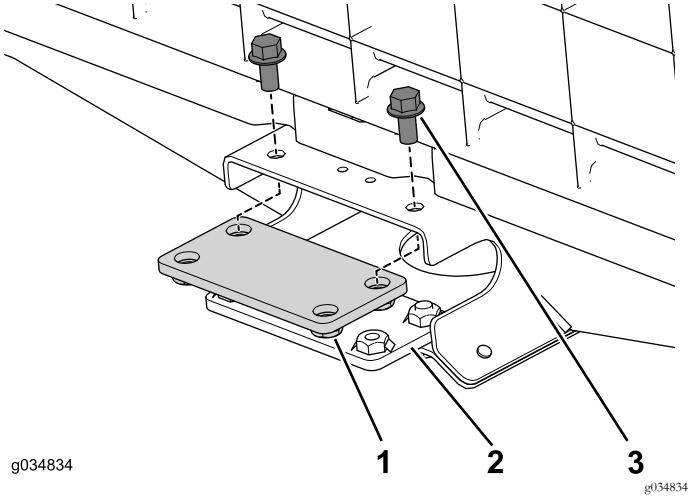

Рисунок 21
1. Используйте 4 фланцевых болта (3/8 x 3/4 дюйма), чтобы свободно установить верхнюю и нижнюю соединительные пластины на центральный швеллер в передней секции (Рисунок 21).